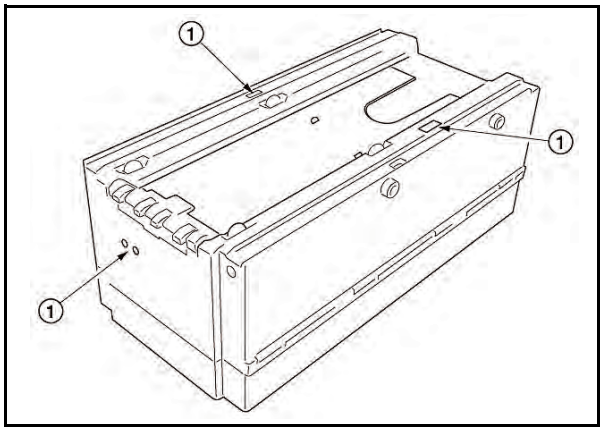

Figure 2-38 Cash Box Sensors
Perform periodic P/M on the Cash Boxes to ensure proper operation. The Cash Box Sensor Lenses ① are made of a transparent Polymer material; handle them with care (See Figure 2-38).